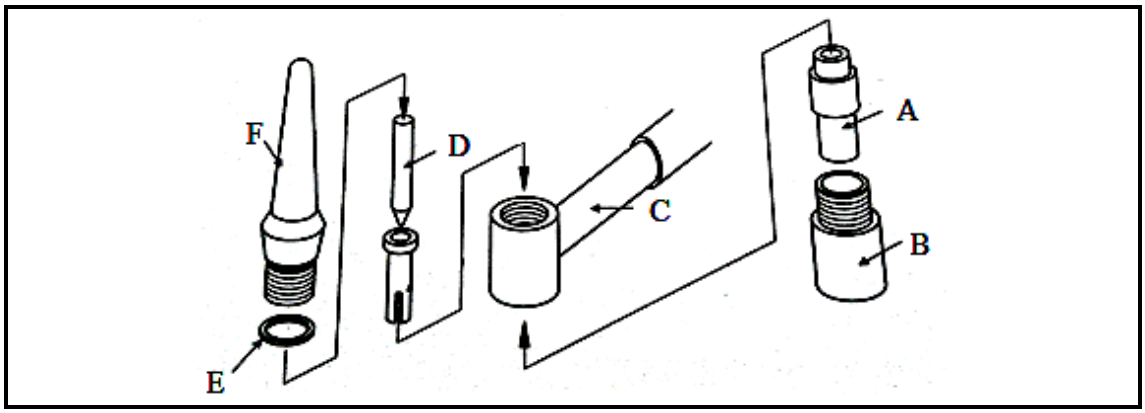

FIGUUR 4
8.3 FIGUUR 4 toon 'n gaswolfram boogsweispyp.